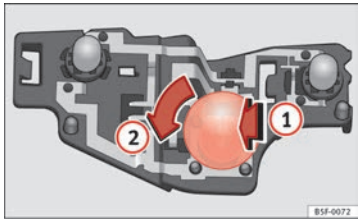

Fig. 197 Position of the bulbs in the bulb holder
– Lightly press the defective bulb into the bulb holder ⇒ Fig. 197 (1), then turn it to the left (2) and remove it.